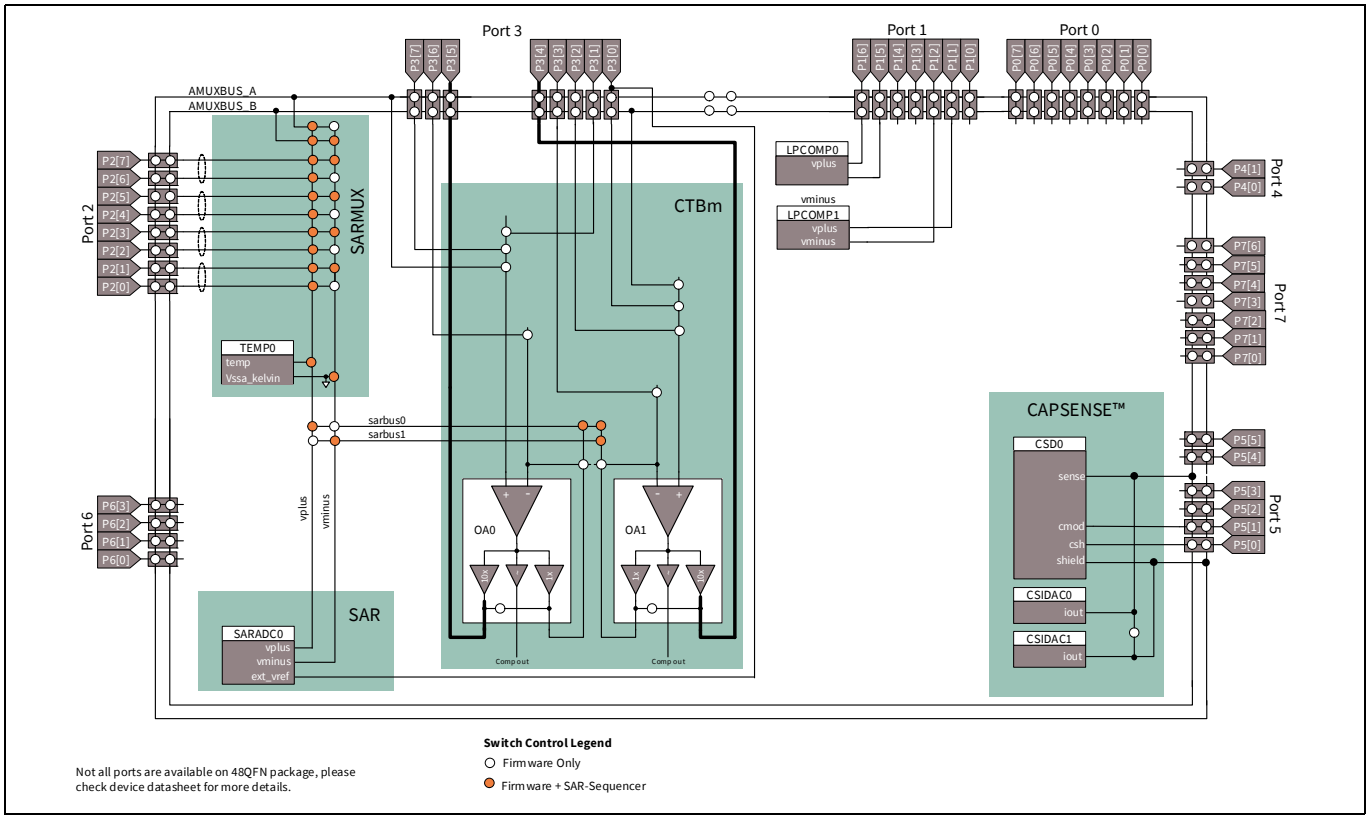

**Figure 22-5. SARMUX switches and control capability**
SARMUX has many switches that may be controlled by SARSEQ block (sequencer controller) or firmware. The sequencer is the hardware control method, which can be masked by the hardware control bit in the register, SAR_MUX_SWITCH_HW_CTRL. Different control methods have different control capability on the switches. See **Figure 22-5**.
**Sequencer control:** The switches are controlled by the sequencer in SARSEQ block. After configuring each channel's analog routing, it enables multi-channel automatic scan in a round-robin fashion, without CPU intervention. Not every switch can be controlled by the sequencer; see **Figure 22-5**. The corresponding registers are: SAR_CHANx_CONFIG, SAR_MUX_SWITCH0, SAR_CTRL, and SAR_MUX_SWITCH_HW_CTRL.
**Firmware control:** Programmable registers directly define the VPLUS/VMINUS connection. It can control every switch in SARMUX; see **Figure 22-5**. For example, in firmware control, it is possible to do a differential measurement between any two pins or signals, not just two adjacent pins (as in sequencer control). However, it needs CPU intervention for multi-channel acquisition. The corresponding registers are: SAR_MUX_SWITCH0, SAR_MUX_SWITCH_HW_CTRL. and SAR_CTRL.